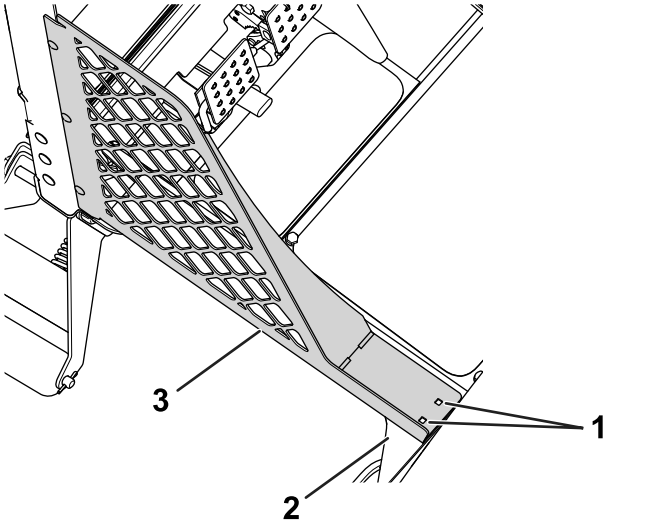

Bild 1
A. Markieren Sie die Bereiche, an denen die untere Platte die Fußplattform berührt (Bild 1).